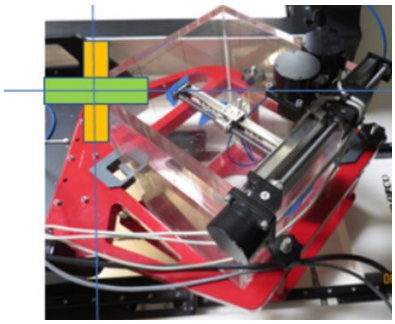

Figura 1-6. Inclinómetro
d. Coloque el inclinómetro en la esquina del tanque, orientado hacia usted. Alcance un ángulo de cero usando las perillas A y B, luego use C para nivelar el tanque a lo largo del eje de la mesa del paciente (consulte la figura 1-6).